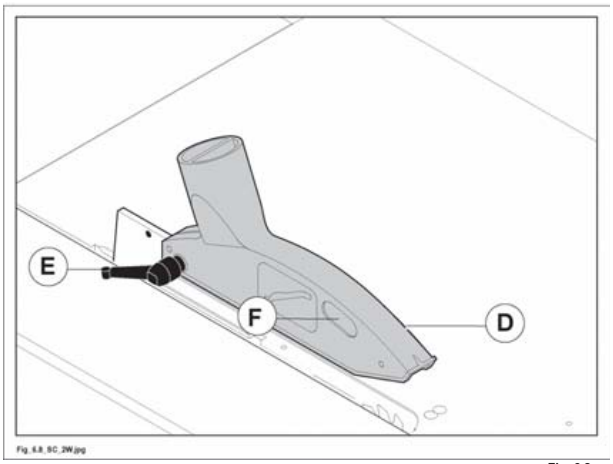

Fig. 6.8
- Bloccare la maniglia (E fig. 6.8) in modo da rendere la protezione (D fig. 6.8), frizionata nel coltello divisore.
- Con la maniglia (F fig. 6.8) sollevare o abbassare la protezione raggiungendo la posizione desiderata in funzione dello spessore del legno da tagliare (la distanza fra protezione e legno deve essere 2÷3 mm). Questa posizione verrà mantenuta.